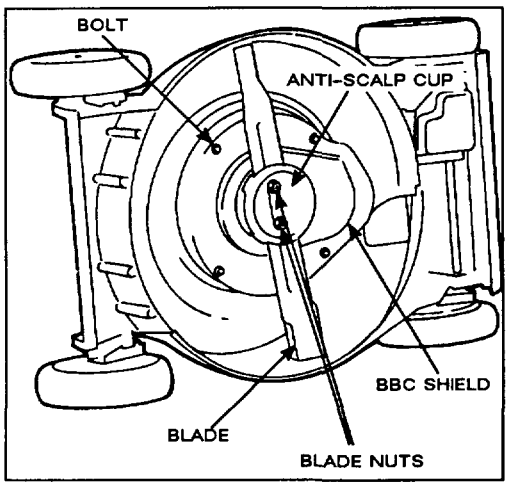

Figure 32
4. Remove (2) blade nuts, anti-scalp cup, blade, blade spacer, and (4) bolts securing BBC shield to mower deck (Figs. 32 & 33).